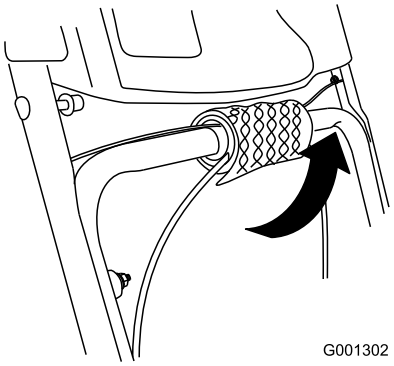

Figur 6
1. Pakk ut kabelendene fra den nedre håndtaket (Figur 6).